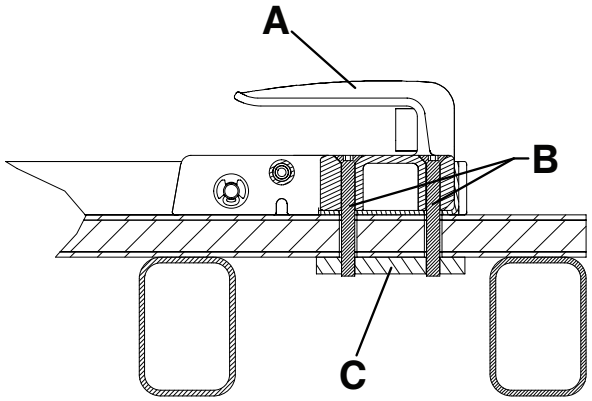
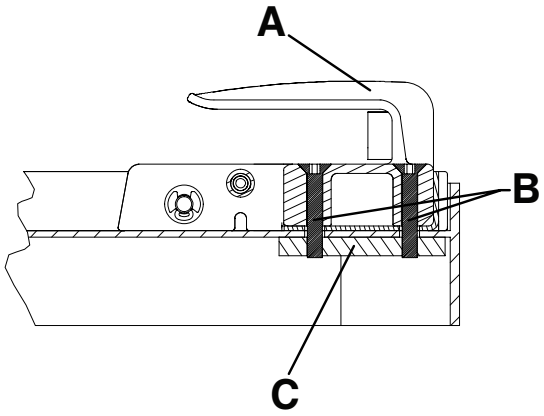

Figur 9 – Gulvmontering, hovedende – Eksempel 4A
Figur 10 – Bakkemontering, hovedende – Eksempel 4B
- Der kræves en stålplade (C) (eller lignende) som ekstra støtte (medfølger ikke) (Figur 9 eller Figur 10).